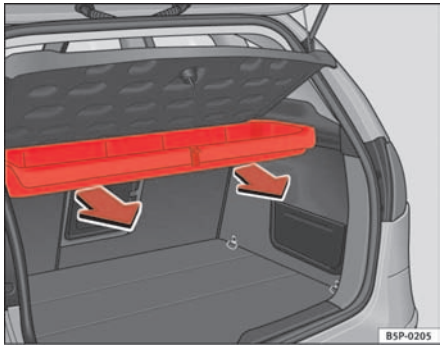

Fig. 122 Removing storage shelf
– Pull outwards until the compartment is freed from the pivot point ⇒ fig. 122.